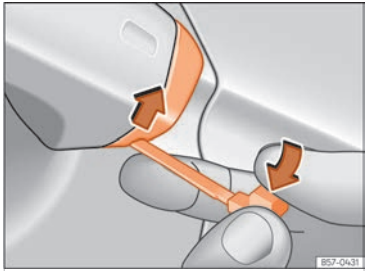

Fig. 56 Driver's door handle: pry the cover open.
- Insert the emergency key into the lower opening in the cover on the driver door handle then lift the bottom cover upwards ››› Fig. 56.